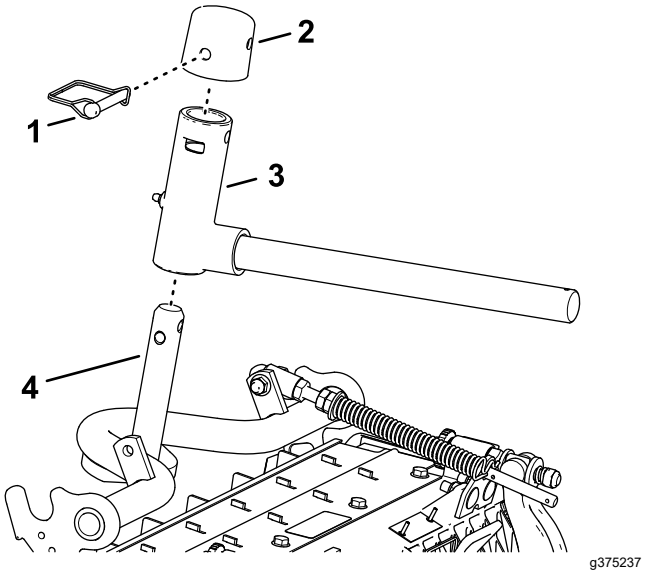

Figuur 27
2. Monteer het juk van de hefarm op de as van het draagframe (Figuur 27).